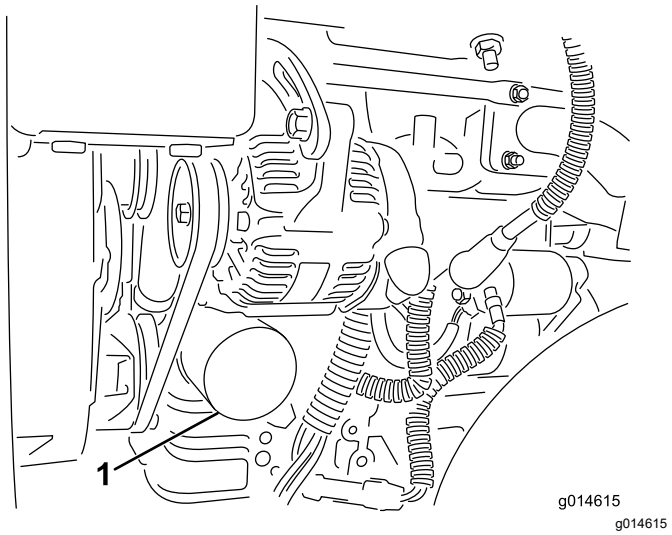

Figur 32
2. Avlägsna oljefiltret (Figur 32). Stryk på ett tunt lager ren olja på den nya filterpackningen.